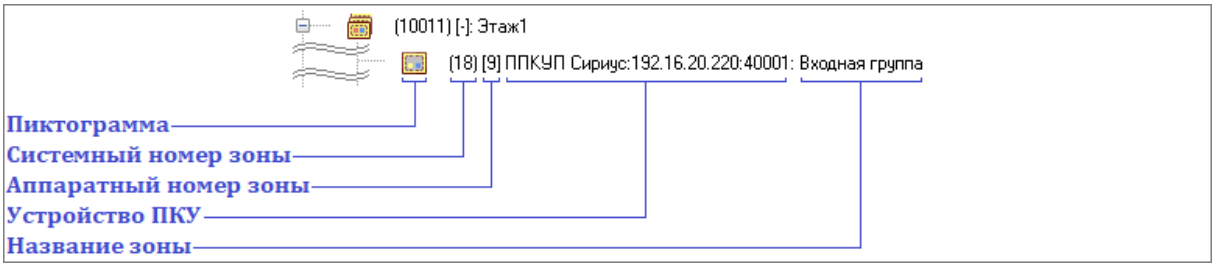

Рисунок 6-293 Отображение объекта "Аппаратная зона" в дереве зон как принадлежащего узлу "Системная группа зон"
– узлу «Системная группа зон» (см. Рисунок 6-293).